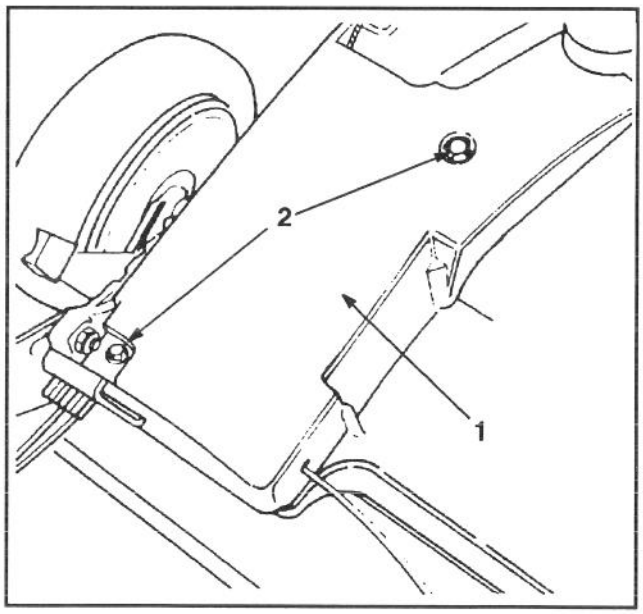

Abb. 28
6. Entfernen Sie die Bolzen, die die Riemenabdeckung (Abb. 28) am Mähergehäuse festhalten. Abdeckung abheben und alle Grasreste herausfegen. Riemenabdeckung wieder montieren.